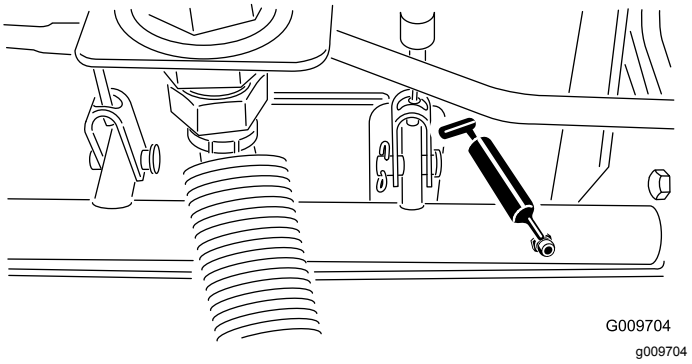

**Figuur 43**
- Lagers van draaipunt van remas (5) (Figuur 43)